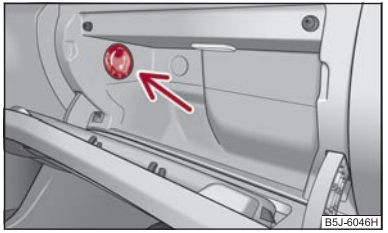

Fig. 80 Compartimento guardaobjetos: manejo de la refrigeración
– Con el conmutador giratorio ⇒ fig. 80 conecta o desconecta la refrigeración.